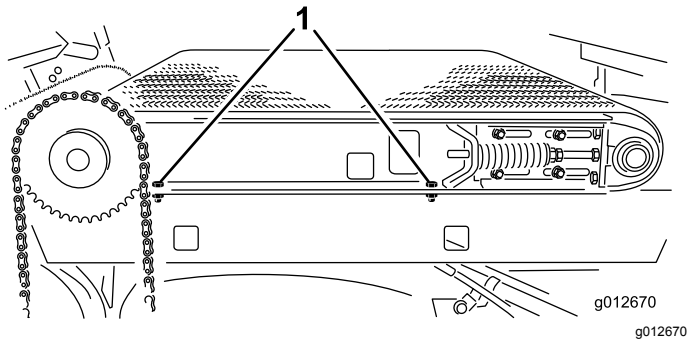

Figuur 28
4. Maak aan de rechterkant van de machine 2 inbusbouten los waarmee de glijframerail is bevestigd aan het rechter spatscherm (Figuur 28). Zorg ervoor dat de inbusbouten voldoende los zijn opdat de glijband kan worden gekanteld.